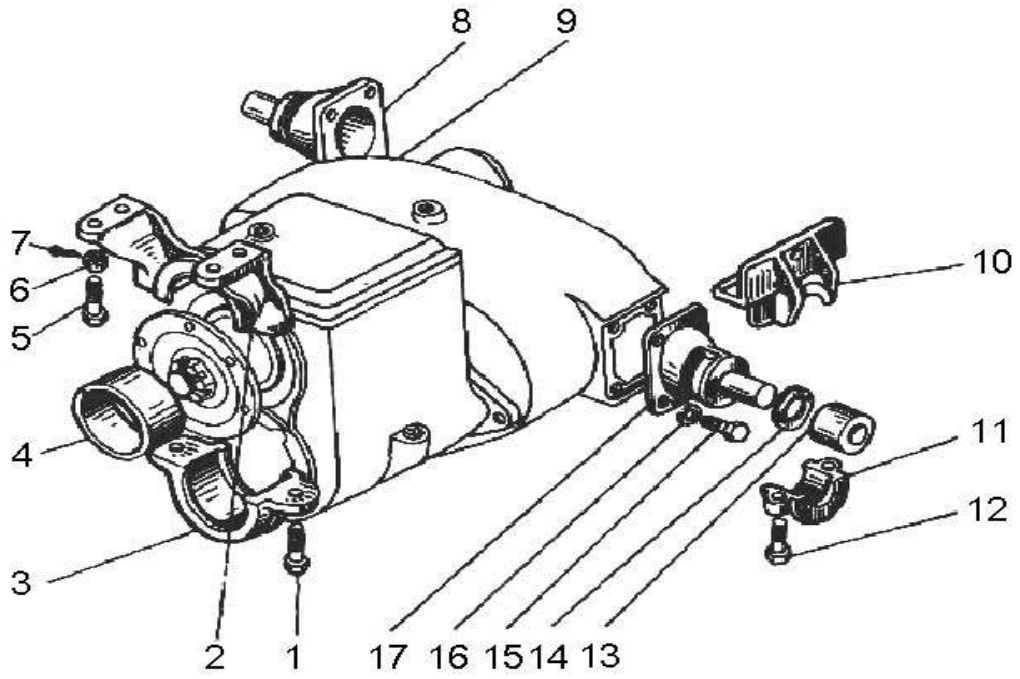

Рис. 8. Подвеска раздаточной коробки:
10. Разорвать шплинт-проволоку болтов 12 (рис. 8) крышек 11 задних кронштейнов 17 крепления раздаточной коробки к раме, вывернуть болты и снять крышки 11.